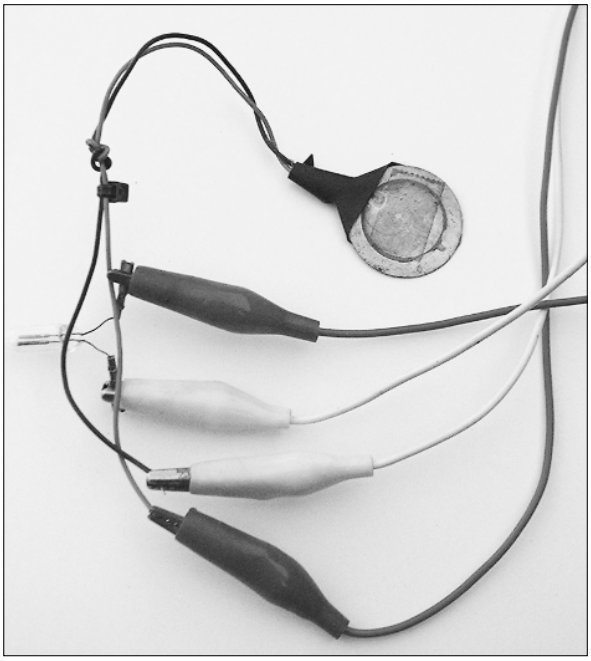

Figure 14-4: Connect the disc and neon lamp, using alligator clips.
2. **Connect the disc and neon bulb together by using two alligator test leads, as shown in Figure 14-4.**